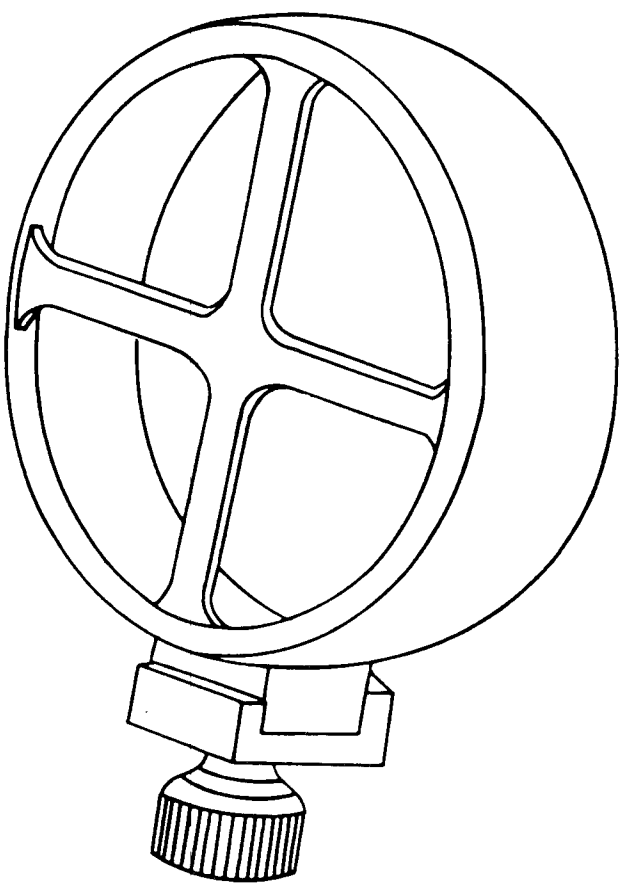

*Figure 136. Telescope test target.*
(1) Place the telescope test targets (fig. 136) on both the missile- and target-tracking radar sighting telescopes.